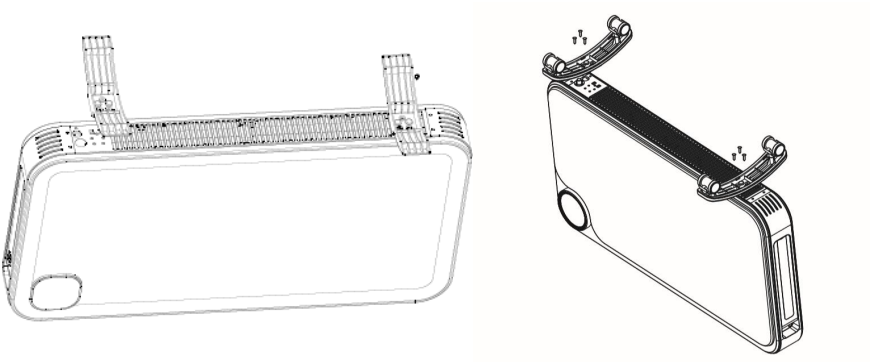

Рис. 2 Установка /снятие шасси (наличие роликов зависит от модели, серии Ventola и Piola только с шасси).
2. Зафиксируйте шасси на конвекторе с помощью 6 винтов в комплекте (**Рис.2**).